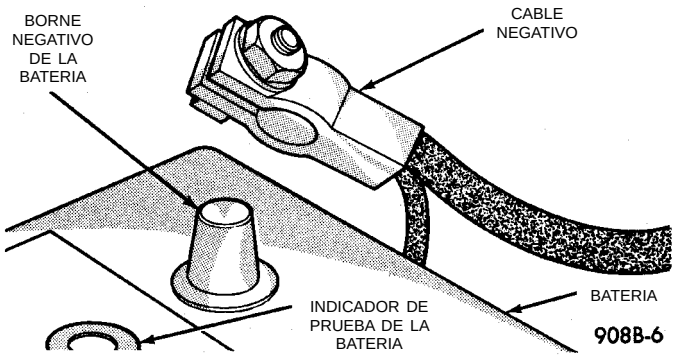

Fig. 8 Desmontaje e instalación del cable de batería
(1) Desconecte el cable negativo de la batería (Fig. 8).
(2) Eleve el vehículo.
(3) Vehículos con A/A instalado: